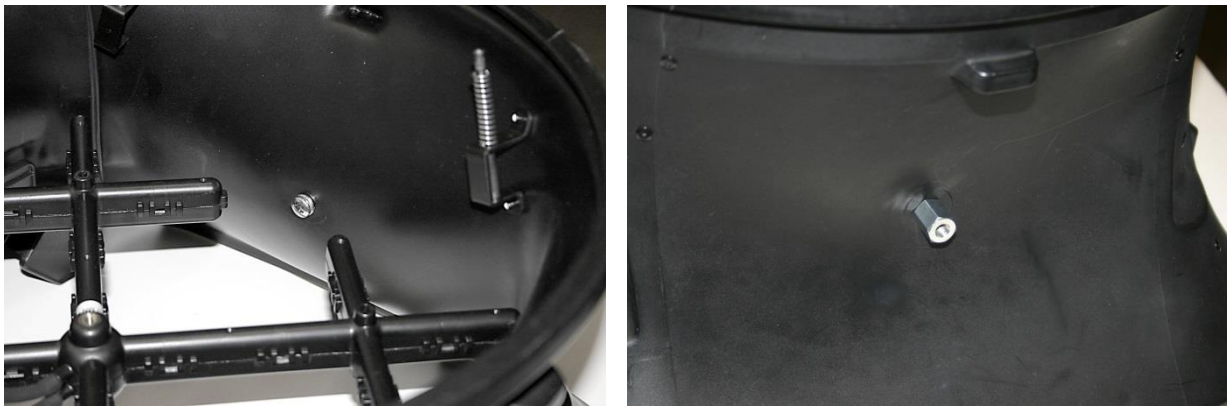

Figure 25: Remove Plug Located at Back of Base Assembly
1. Remove the plug located at the back of the base assembly and insert the Philips screw with washer into the hole from the inside of the base (see Figure 25~~Figure 25~~). Place the threaded insert on the outside of the base opposite the screw and tighten with a Philips screwdriver.